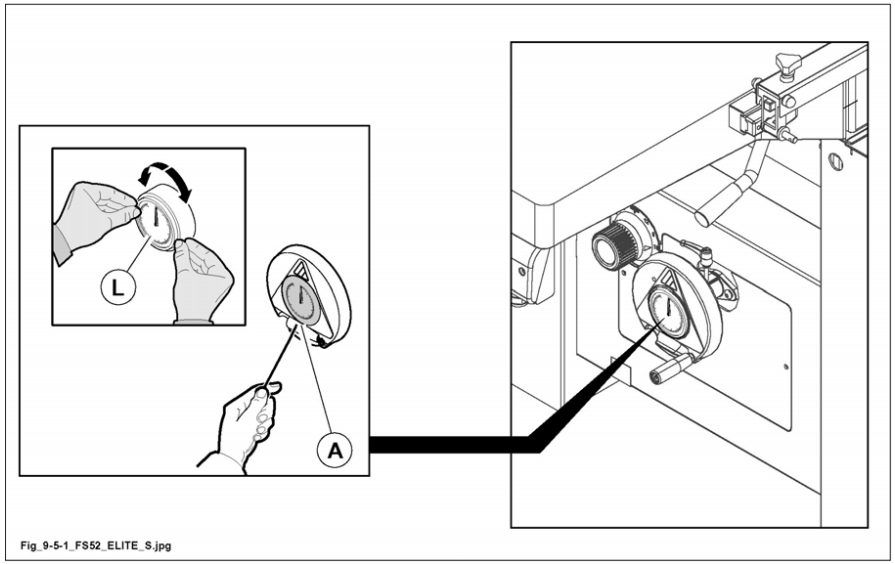

Fig. 9.5-1
If the indicator (L fig. 9.5-1) gives an imprecise indication, restore adjustments as follows:
- unscrew screw (A fig. 9.5-1) and remove indicator.